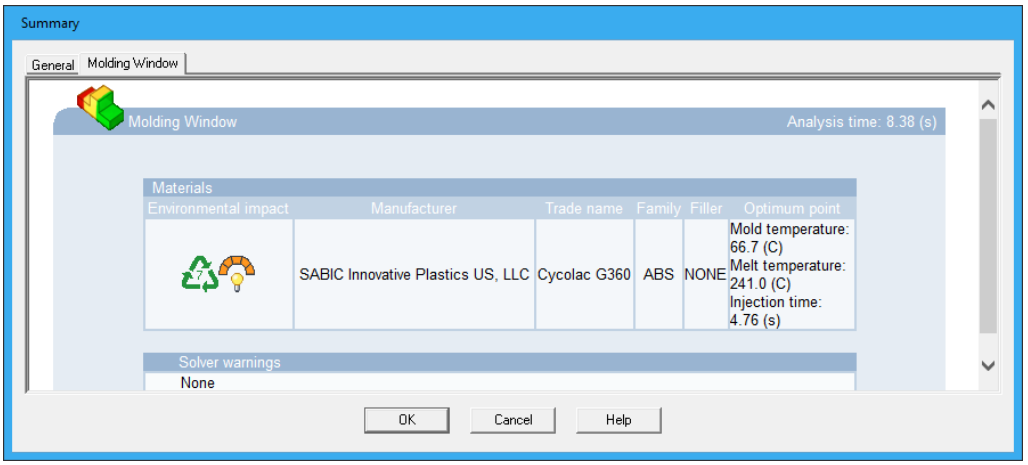

Figure 19-70 *The* ***Summary*** *dialog box*
4. After the analysis is complete, the **Summary** dialog box is displayed, refer to Figure 19-70. Choose the **OK** button from the dialog box; the suggested process settings are applied.